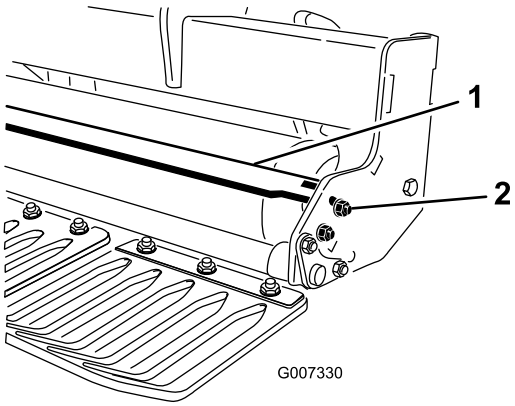

**Figur 13**
1. Lossa på fästelementen som håller fast skrapans båda ändar på rullskrapans flik (Figur 13).